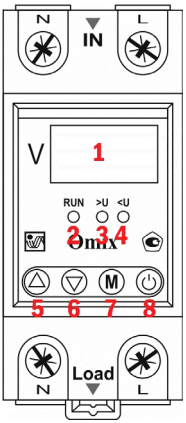

Рис. 1 – Элементы прибора
5. По истечении времени задержки включения контакты реле замкнутся, и загорится индикатор 2 (рис. 1).
6. При превышении значения напряжения заданной верхней уставки начнется отсчет времени задержки выключения реле, по истечении которого контакты реле разомкнутся, индикатор 3 (рис. 1) загорится, а индикатор 2 погаснет.
7. При падении значения напряжения ниже заданной нижней уставки начнется отсчет времени задержки выключения реле, по истечении которого контакты реле разомкнутся, индикатор 4 (рис. 1) загорится, а индикатор 2 погаснет.
8. При возврате значения напряжения в неаварийные значения начнется отсчет времени задержки включения реле, по истечении которого контакты реле замкнутся и загорится индикатор 2 (рис. 1).